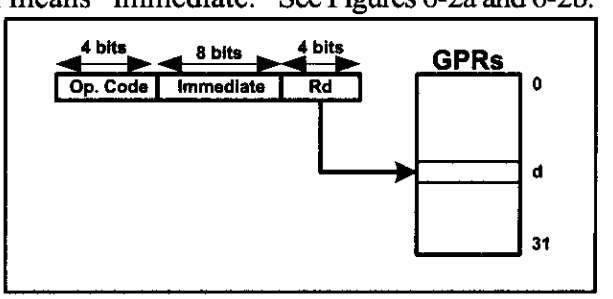

Figure 6-2b. Single-Register (with immediate)
3. Some AVRs have more than 64 I/O registers. The extra I/O registers are located above the data memory address $5F. The data memory allocated to the extra I/O registers is called *extended I/O memory*. As shown in Figure 6-2b, in the I/O direct addressing mode, the address field is a 6-bit address and can take values from $00–$3F, which is from 00 to 63 in decimal. So, it can address only the standard I/O register memory, and it cannot be used for addressing the extended I/O memory. For example, the following instruction causes an error, since the I/O address must be between 0 and $3F: